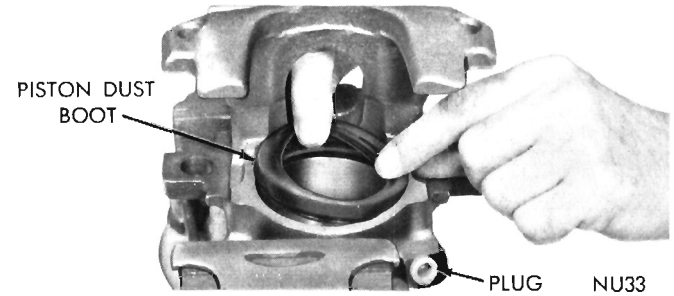

Fig. 16—Installing Piston Dust Boot
(3) Coat new piston boot with lubricant (as specified above) leaving a generous amount of lubricant inside of boot. Install in caliper by working into outer groove, using fingers only. (Boot will seem larger than diameter of groove, but will snap into place when properly positioned in groove. (Fig. 16). Using a forefinger, slide around inside of boot to be sure it is seated, or correctly installed.